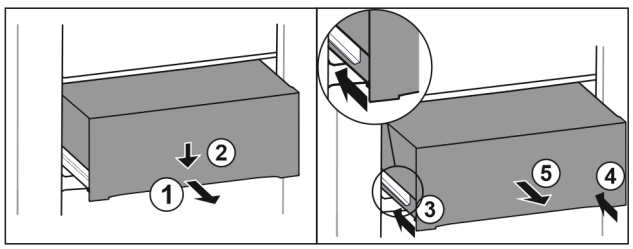

Fig. 167
▶ Extrageți pe jumătate sertarul. *Fig. 167 (1)*
▶ Apăsați în jos sertarul pe partea frontală. *Fig. 167 (2)*
▶ Inserați șina stângă aproximativ 2 cm. *Fig. 167 (3)*
▶ Inserați șina dreaptă aproximativ 2 cm. *Fig. 167 (4)*
▶ Extrageți sertarul spre înainte. *Fig. 167 (5)*